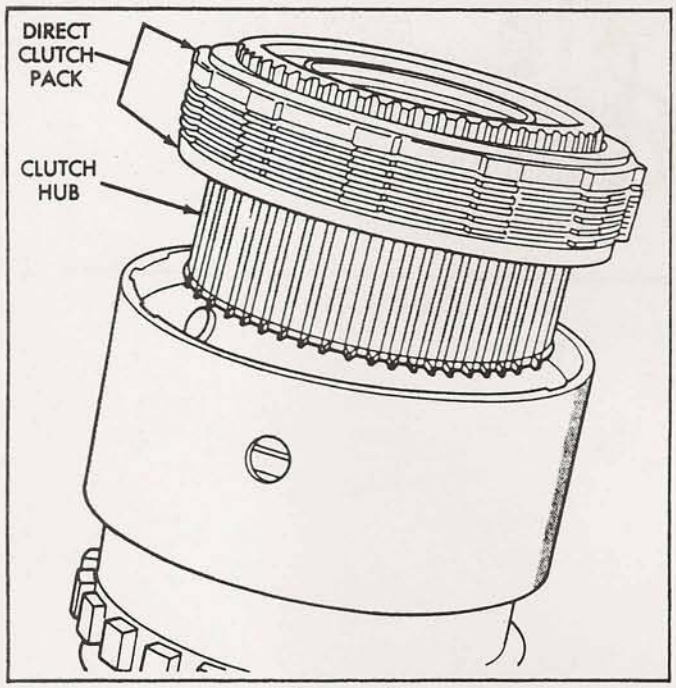

Figure 17
23. Install clutch hub and direct clutch pack assembly on the direct clutch spring, and be sure hub is started on the sun gear splines (See Figure 17).